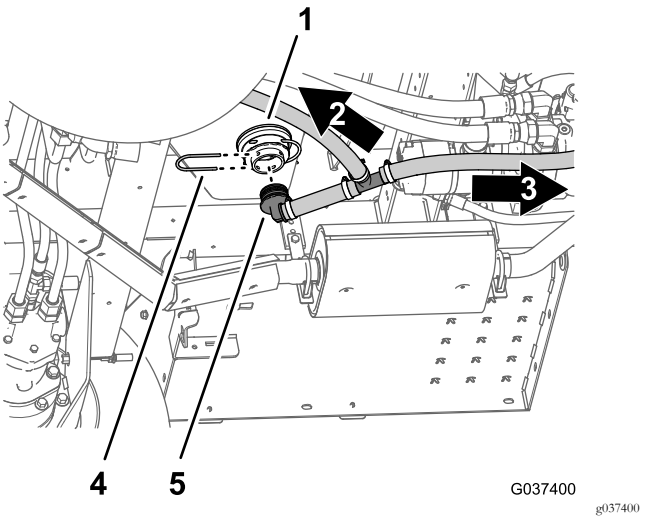

Figura 28
1. Retire la horquilla de retención que sujeta el acoplamiento de manguera de 90° de la manguera al acoplamiento del adaptador en la parte inferior del depósito de fumigación (Figura 28).
2. Retire el acoplamiento de manguera de 90 ° del acoplamiento del adaptador (Figura 28).